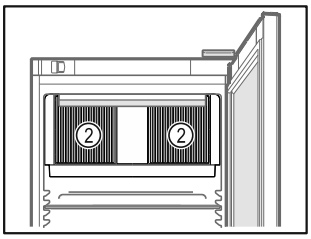

Fig. 66
- ❑ Păstrați libere fantele de ventilație *Fig. 66 (2)* ale suflantei de recirculare a aerului din interior.